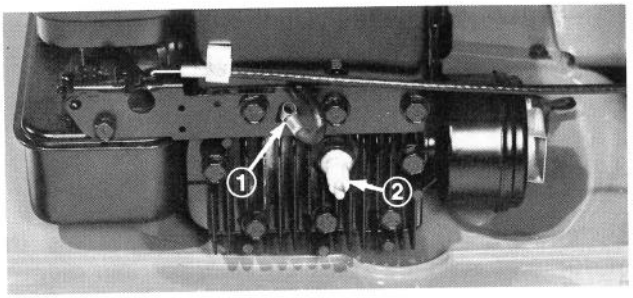

Afbeelding 25
1. Verwijder bougie (Afb. 25).